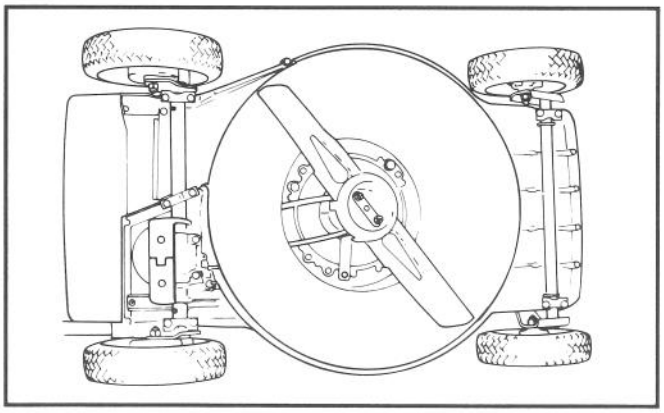

Abbildung 27
3. Den Mäher auf die linke Seite kippen (Abb. 27). Drehen des Mähmessers vermeiden, da das zu Startproblemen führen könnte.